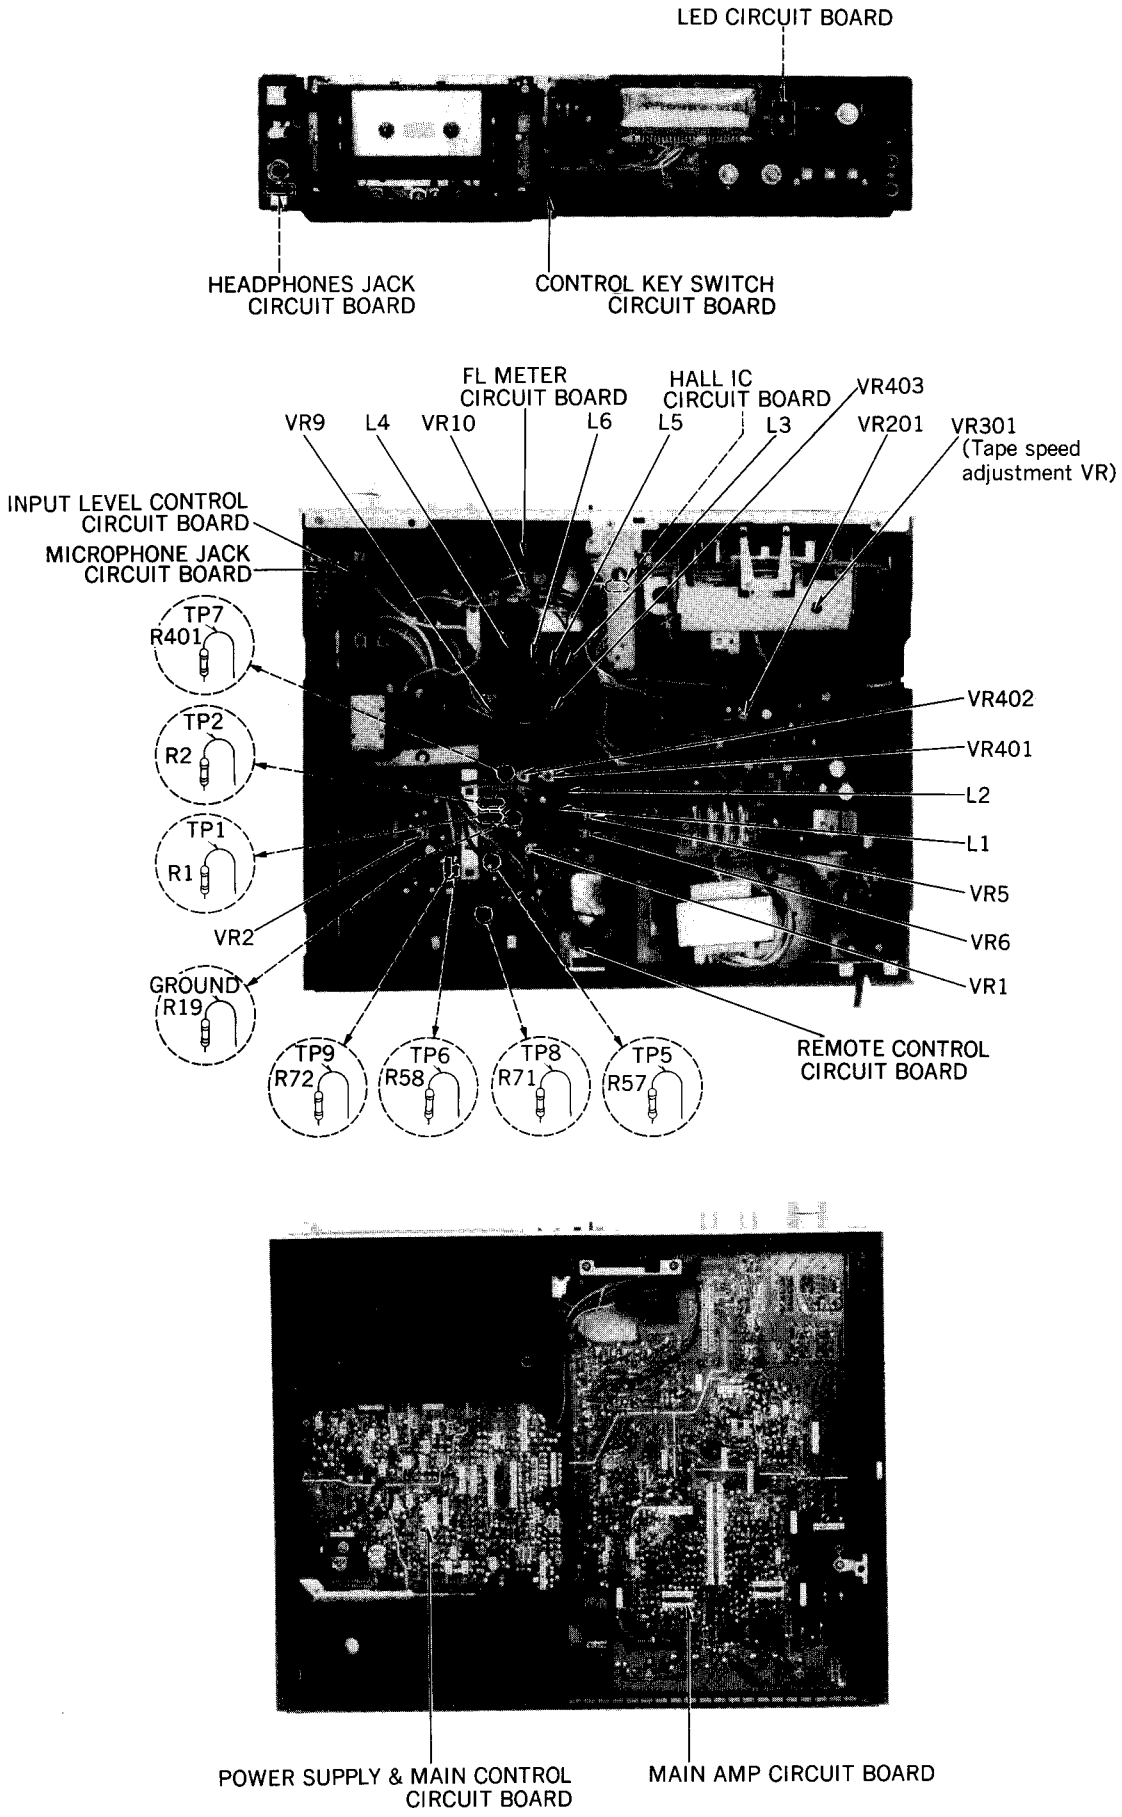

Fig. 9
1. If measured value is not within standard, adjust VR1 (L-CH), VR2 (R-CH) (See fig. 9).
Ⓗ Bias current Condition: * Record mode * Tape selector ··· Normal position ··· Fe-Cr position ··· CrO_2 position ··· Metal position Equipment: * VTVM * Oscilloscope	1. Test equipment connection is shown in fig. 19. 2. Place UNIT into record mode, and tape selector to normal position. 3. Read voltage on VTVM and calculate bias current by following formula: $\text{Bias current (A)} = \frac{\text{Value read on VTVM (V)}}{10\Omega}$ **Standard value: around 355μA (Normal position)** 4. Adjust VR401 (L-CH) and VR402 (R-CH) (See fig. 9 on page 3). 5. Set the tape selector to each position. 6. Make sure that the measured value is within standard. **Standard value: around 355μA (Fe-Cr position)** **around 440μA (CrO_2 position)** **around 700μA (Metal position)**